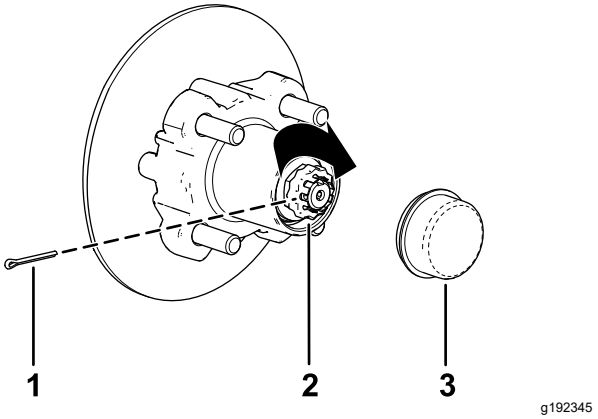

**Figur 37**
8. Monter holderen over møtrikken og kontroller justeringen af rillen i holderen og hullet i spindlen til låseclipsen (Figur 37).
9. Monter låseclipsen og bøj hvert ben omkring holderen (Figur 37).
10. Monter støvhætten på navet (Figur 37).